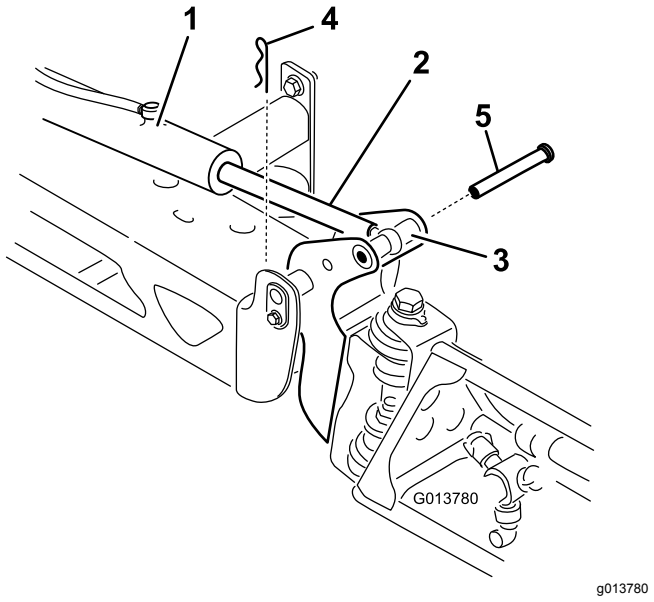

Figur 83
2. Fjern hårnålssplinten fra svingbolten (Figur 83).
3. Løft opp på bommen, fjern bolten (Figur 83) og fir bommen sakte ned på bakken.
9. Mens du holder bommen, skal du føre pinnen gjennom begge bommens dreietapper og aktuatorstangen (Figur 83).